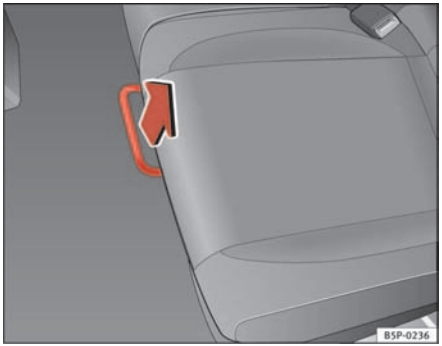

Fig. 95 Unlocking bar for the rear seat
– In the seated position, unlock the lever in the direction of the arrow ⇒ page 131, fig. 95.